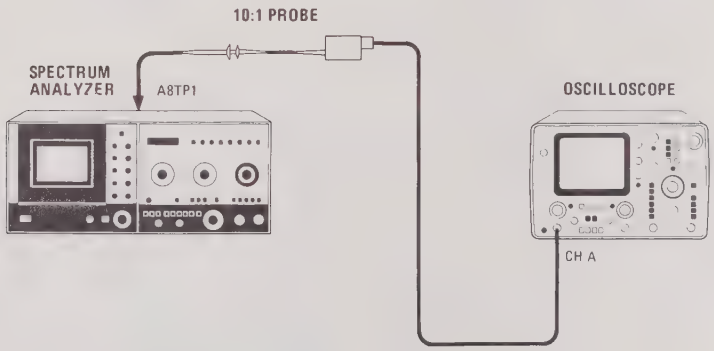

Figure 5-5. Intensity Limit Adjustment Test Setup
j. Connect oscilloscope, through 10:1 divider probe, to A8TP1 (see Figure 5-5).